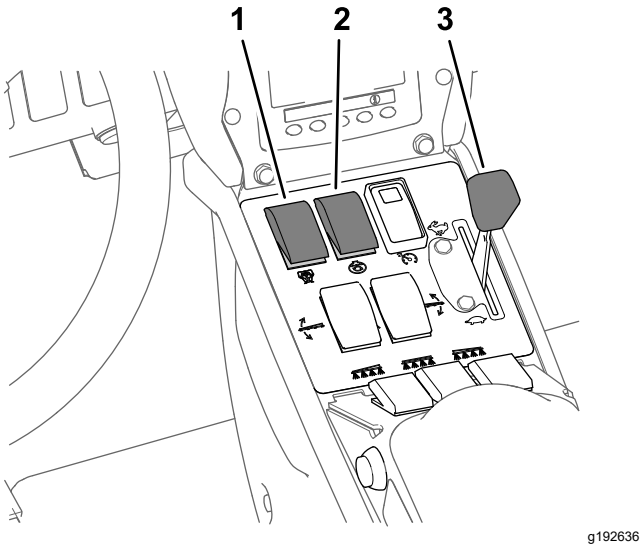

Figur 45
8. Slå PÅ omrörningsomkopplaren och sprutpumpomkopplaren (Figur 45).
9. För gasreglaget till det SNABBA läget (Figur 45).
Obs: Den här proceduren förutsätter att sprutpumpen är påslagen. Se Figur 45 i Spridning i spruthastighetsläget (sida 36).
4. För gasreglaget till den hastighet du vill använda för spridning. Se Figur 45 i Spridning i spruthastighetsläget (sida 36).